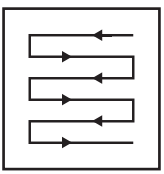

Fig. 20
5. Corte em linhas com ligeira sobreposição. O padrão mais eficaz para cortar relva é em linhas retas ao longo de um dos lados. Isso mantém as linhas uniformes e garante que o corte é realizado em todo o relvado, sem falhar pedaços (Fig. 20).